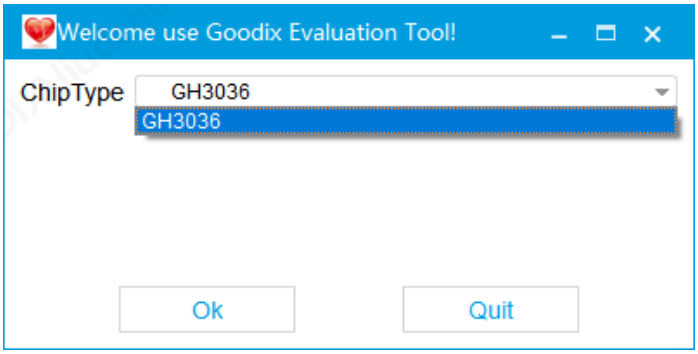

Figure 3-9 Select the chip
8. Select the chip you need, then click OK to enter the main interface of EVK Tool (see Figure 3-9).